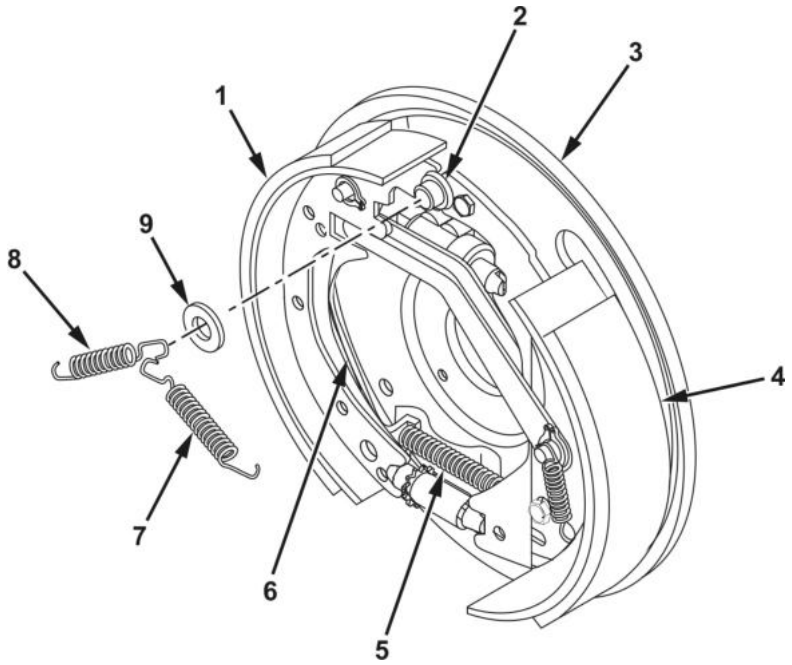

Figure 12. Front/Rear Shoe Spring Installation.
15. Install handbrake cable (Figure 12, Item 5) to parking brake link (Figure 12, Item 6).
16. Install washer (Figure 12, Item 9) to backing plate (Figure 12, Item 3) anchor pin (Figure 12, Item 2).
17. Install front shoe spring (Figure 12, Item 7) from front brakeshoe (Figure 12, Item 4) to anchor pin (Figure 12, Item 2).
18. Install rear shoe spring (Figure 12, Item 8) from rear brakeshoe (Figure 12, Item 1) to anchor pin (Figure 12, Item 2).